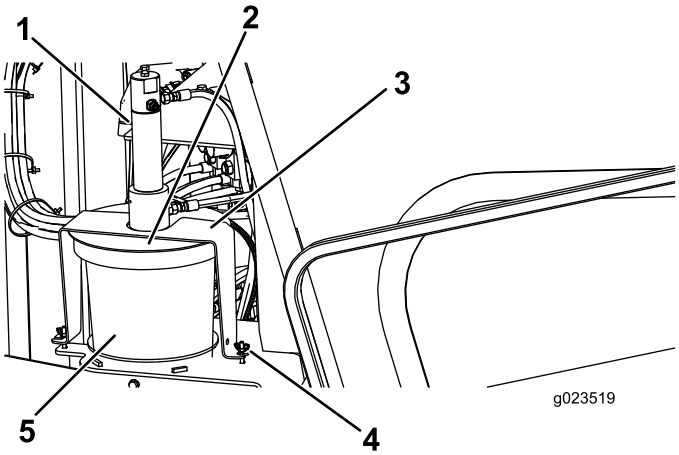

Figure 89
3. Desserrez les écrous à oreilles qui fixent les brides de maintien du couvercle sur la machine (Figure 89).
4. Tournez le couvercle et retirez les brides de maintien des boulons de fixation (Figure 89).
5. Soulevez le couvercle et déposez-le du bidon vide de composé d'étanchéité (Figure 89).
7. Placez le plongeur dans le bidon plein et abaissez le couvercle sur le bidon (Figure 89).
8. Glissez les brides sur les boulons de fixation et tournez le couvercle de manière à engager les brides sur les boulons (Figure 89).